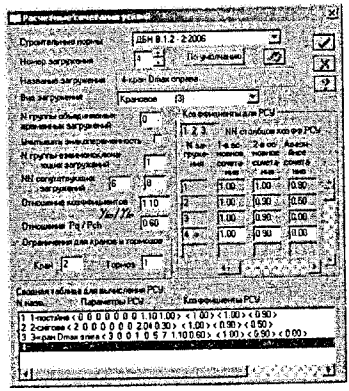

Рисунок 194
В діалоговому вікні **Расчетные сочетания усилий** в полі **Вид загружения** вибираємо **Крановое (3)**, в полі **N группы взаимоисключающих загружений** пишемо 1, біля позиції **NN сопутствующих загружений** в першому рядку вказуємо 6, в другому 8, в полі **Отношение коэффициентов** γ_{fm}/γ_{fe} залишаємо 1.1, а в полі **Отношение** P_q/P_{ch} пишемо 0.6 і натискаємо кнопку **Применить** (рис. 194).